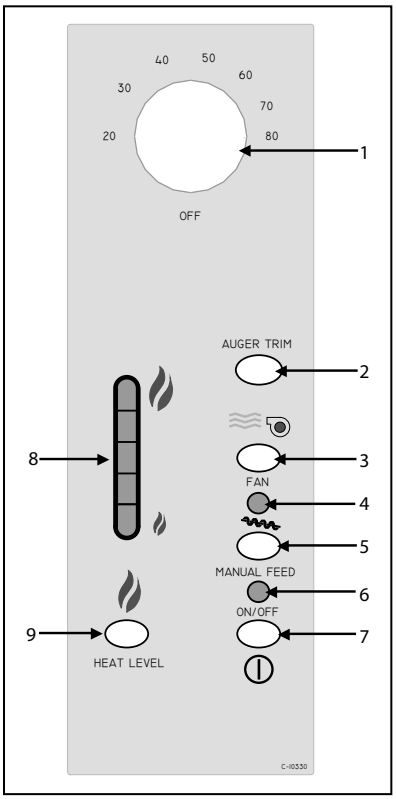

Figure 23
10. The #2 light is flashing. (see #8 in Figure 23)